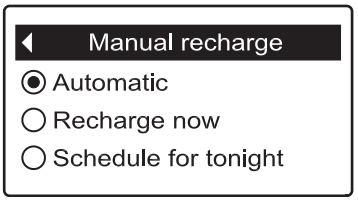

FIG. 108
4. Press the SELECT (○) button to display the Manual recharge menu (See Figure 108).